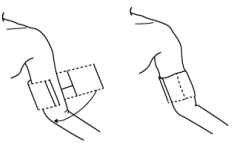

Figur 4.2.1 Applicering av manschett
2. Applicera manschetten på patientens överarm genom att följa instruktionerna nedan (Figur 4.2.1).